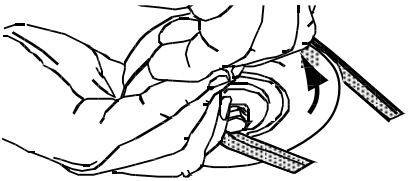

Fig. 59
9. Tire del lado derecho de la correa y coloque el lado V angosto de la correa en la polea de la PTO (Fig. 59).